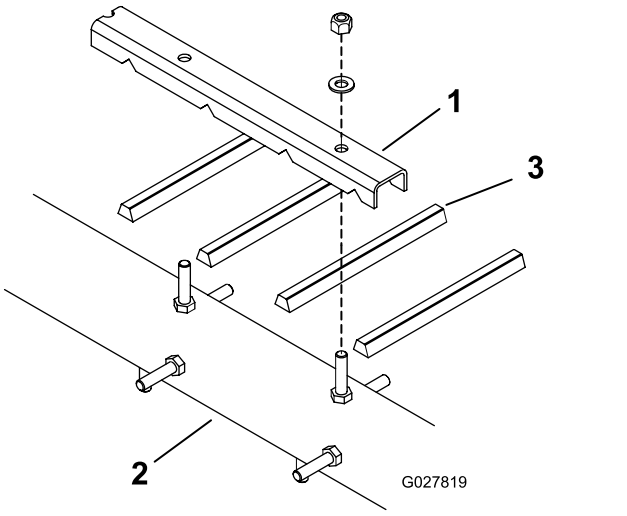
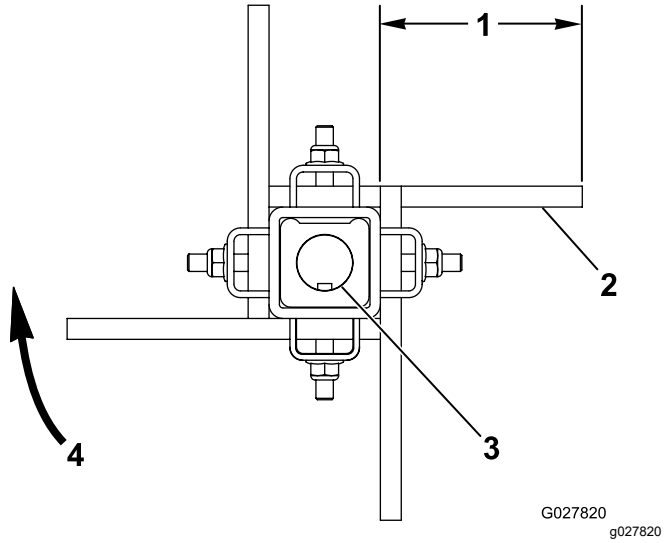

Figur 11
Figur 12
1. Løsn de møtrikker og spændeskiver, der fastgør fingerplankerne til rotoren (Figur 11 og Figur 12).
3. Monter de nye remfingre (Figur 11 og Figur 12). Remfingrene er cirka 10 cm ud fra fingerplankerne.